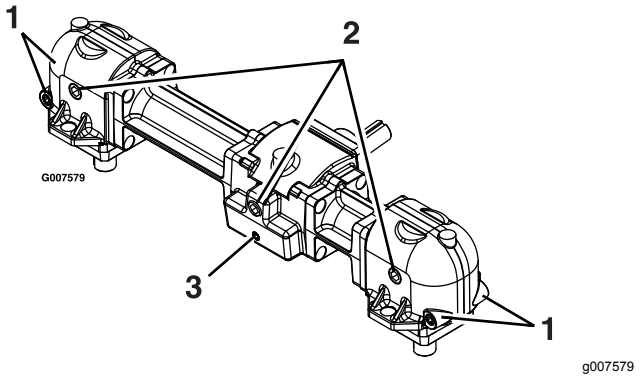

**Figuur 35**
3. Bout (3)
6. Verwijder de grote aftapplug aan de voorkant van elk van de 3 delen van de tandwielkast en tap de olie af (Figuur 35).